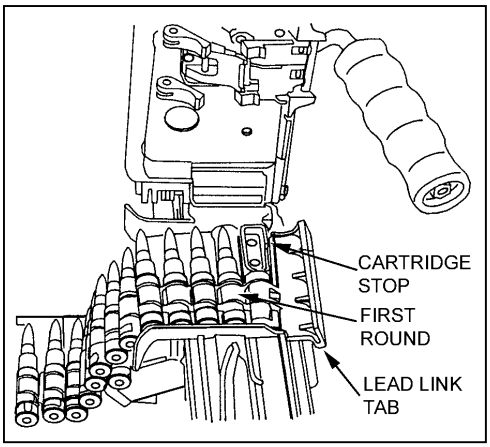

Figure 1-31. Belt-fed ammunition.
a. **Belt**. When loading belted ammunition (Figure 1-31), always cant the weapon to the right. Make sure the open side of the links is facing down, and place the lead link tab or first round of the belt in the tray groove against the cartridge stop. The rounds should be placed flat across the feed tray. With your left hand, count five to six rounds down to hold ammunition in place on the feed tray, while at the same time closing the feed cover with your right hand. When closing the feed cover, always place your hand in front of the rear sight to prevent accidentally changing the sight adjustment.